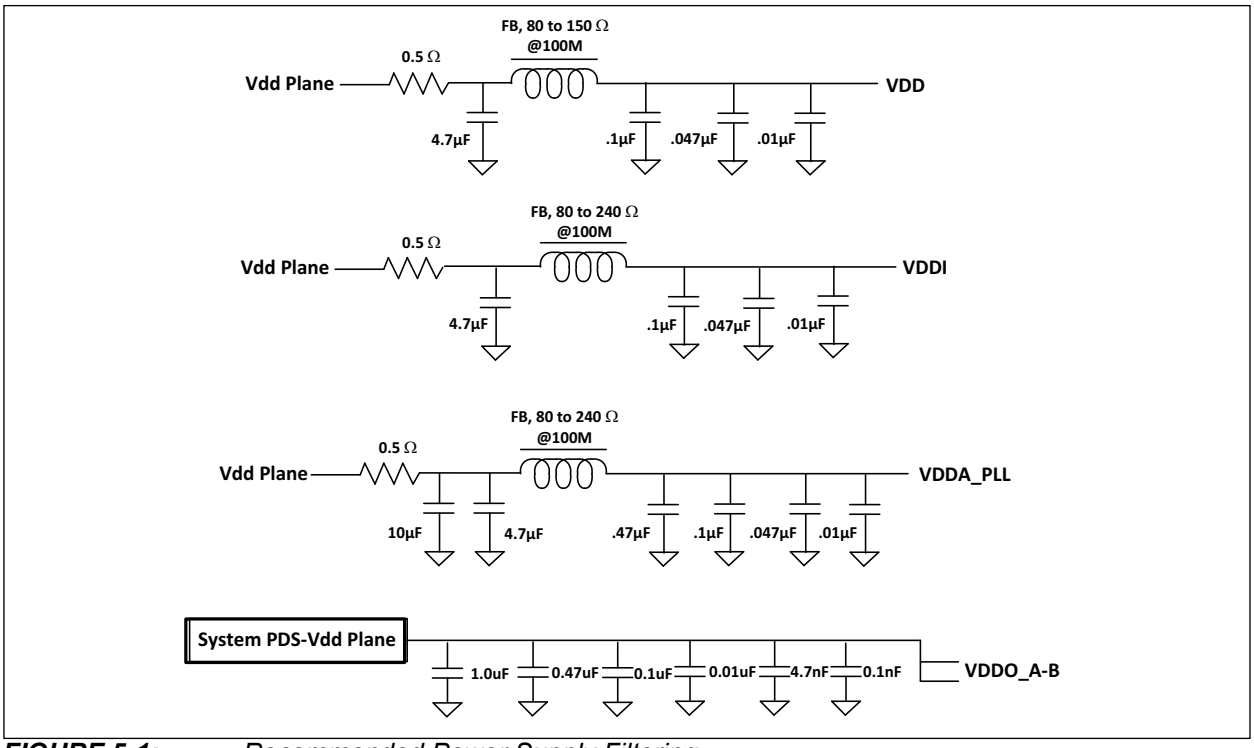

FIGURE 5-1: *Recommended Power Supply Filtering.*
- Use the power supply filtering shown in Figure 5-1 for V_{DDAP1}, V_{DDAP2}, V_{DDI1}, and V_{DDI2}.